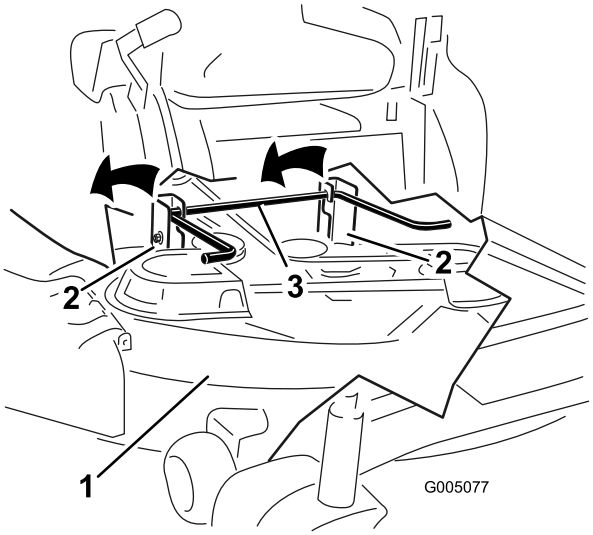

Figura 57
5. Alzate il tosaerba e i supporti di sostegno dall'asta di sollevamento posteriore e abbassate con cautela il tosaerba al suolo (Figura 57).
5. Alzate la parte posteriore del piatto di taglio e guidate i supporti di sospensione lungo l'asta di sollevamento posteriore (Figura 57).